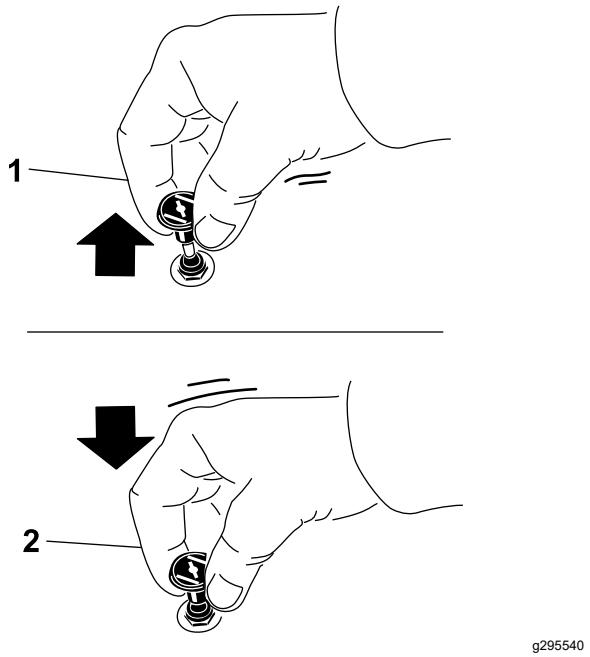

Figure 21
1. Tirez sur la commande de starter pour engager le starter avant d'utiliser le commutateur d'allumage (Figure 21).
2. Poussez sur la commande pour désengager le starter lorsque le moteur a démarré (Figure 21).